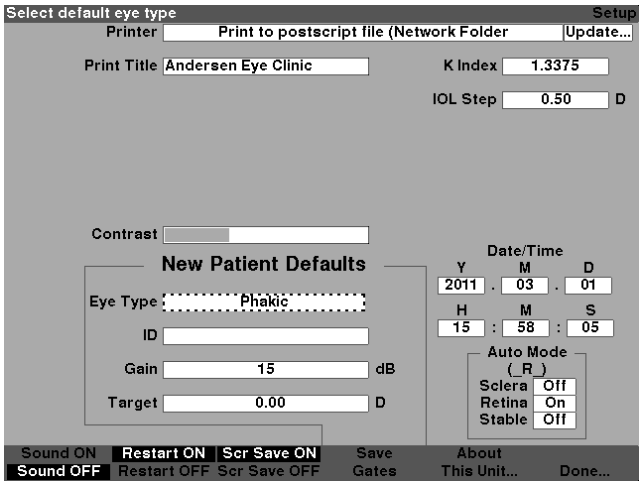

Figure 5-42 Default Eye Type Field Activated
2. Press the knob or the √ button, to activate the field, indicated by the dashed border as shown in figure 5-42.